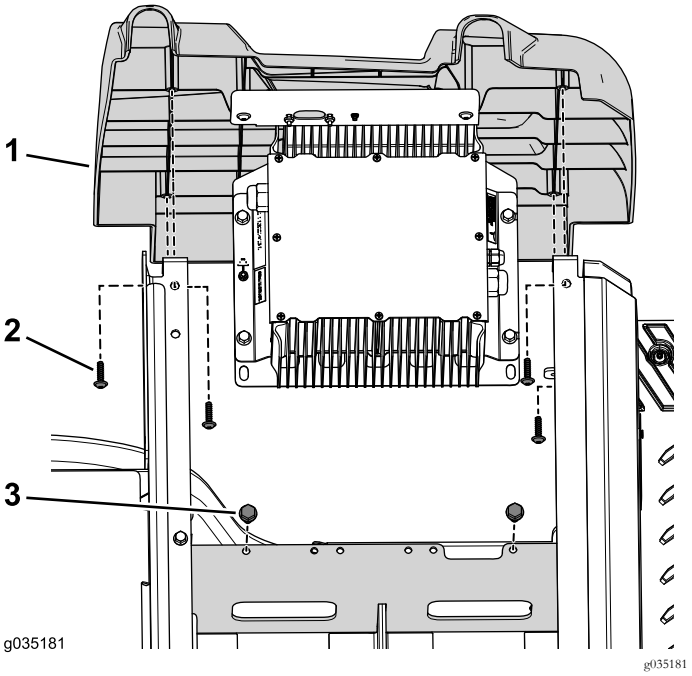

Рисунок 87
9. С помощью 2 болтов (3/8 x 3/4 дюйма) прикрепите кронштейн зарядного устройства к поддону аккумуляторной батареи (Рисунок 87).